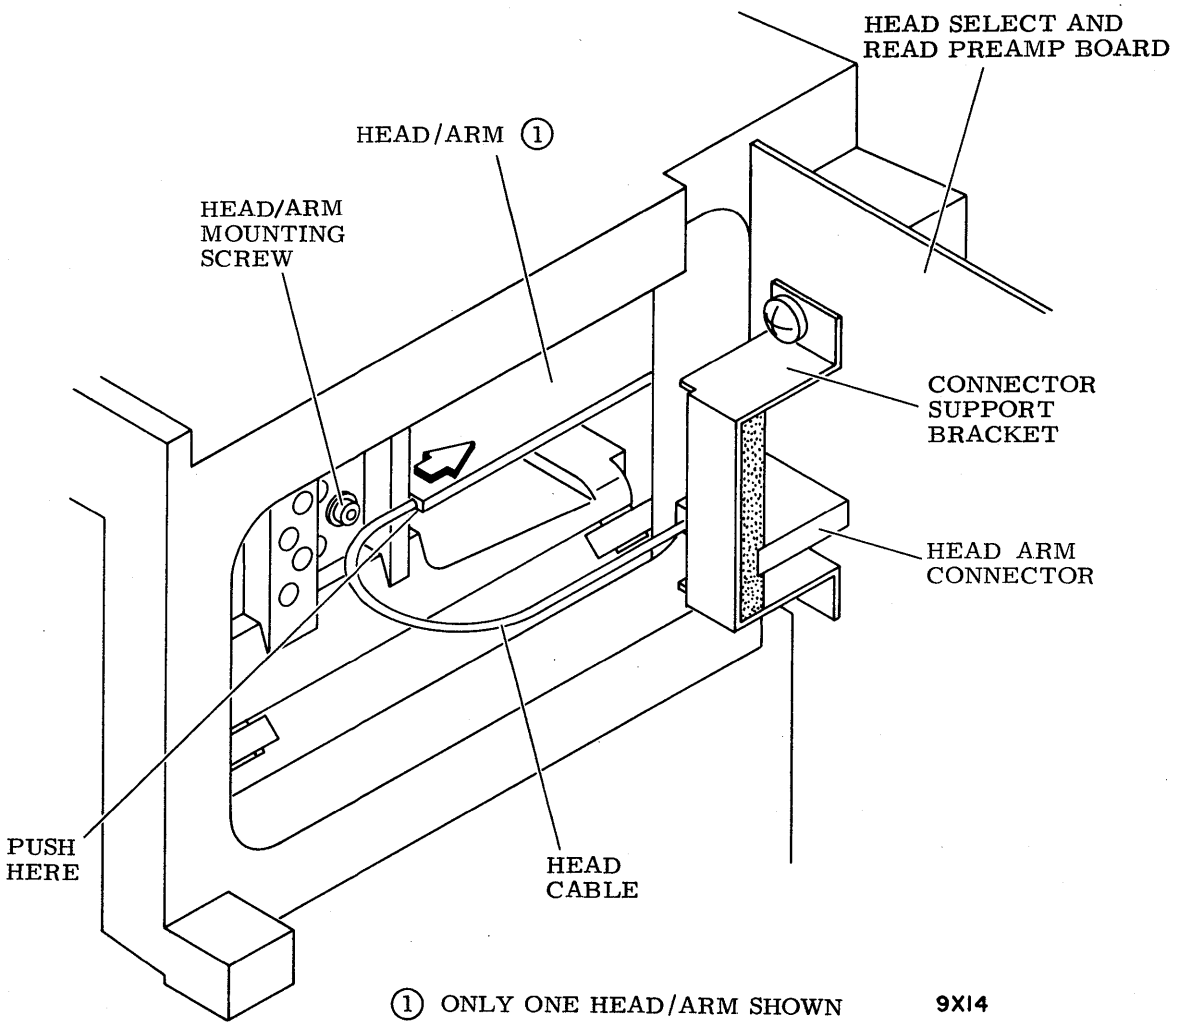

Figure 2-32. Head Replacement - Left Side View
4. Carefully grasp subject head arm at front and also push gently on rear of head arm as shown in figure 2-32. Guide head arm and connector(s) through adjacent head arms and into pack area.
Refer to figure 2-32 if head cleaning is required and perform the following procedure. Use care not to damage any part of the head arm assembly.
3. Place a new, unpunched, clean computer card with the back side up (printing down) on the clean flat working surface as shown in figure 2-32.
5. Very carefully place the head pad flying surface on moistened area and move head pad from moistened area to dry area in a zig-zag motion as shown in figure 2-32. Move head in a direction away from curved end of head pad. If it is moved in the opposite direction the sharp edge of the curved end will cut into the computer card and prevent movement and proper cleaning.